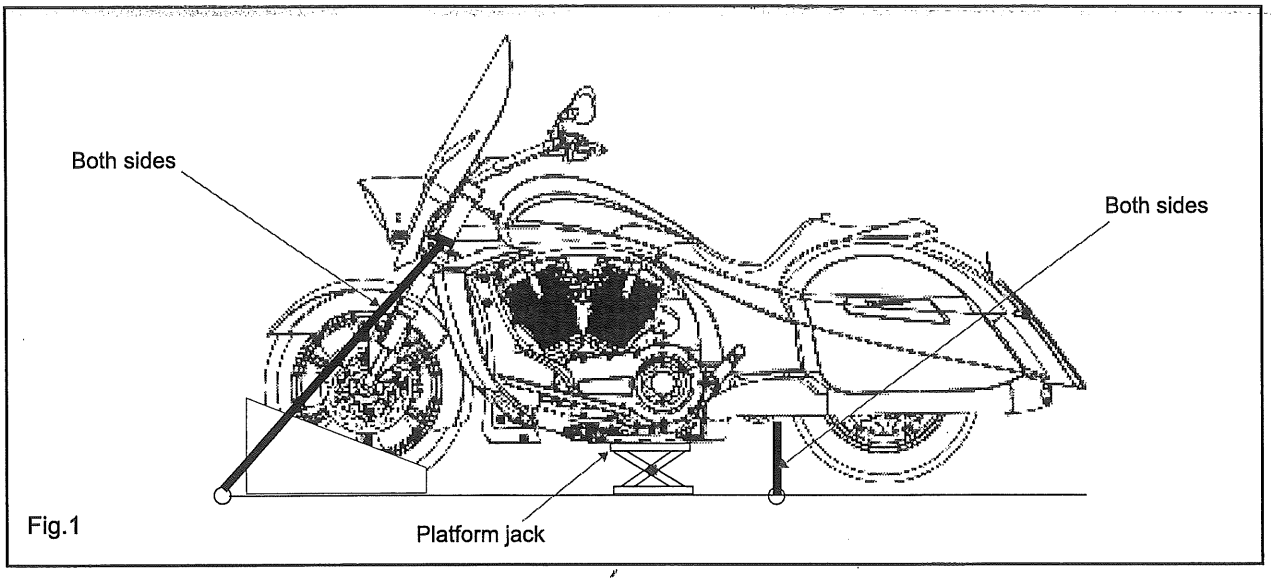

Fig.1
1. Secure motorcycle in a stand with straps (Fig. 1).
2. Place a platform jack (A) under the engine. Elevate the motorcycle enough to take the weight off the rear wheel, *but still leave the wheel touching the platform.*